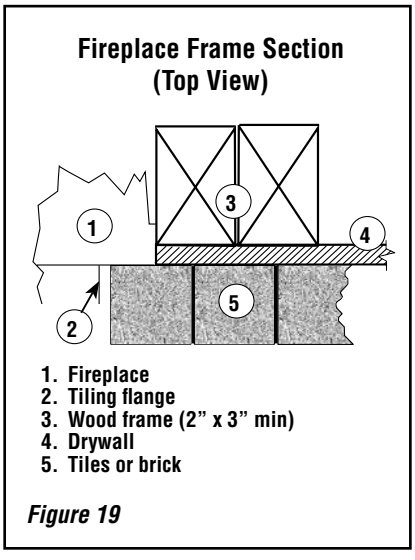

Figure 19
1. Combustible material must be installed flush with the fireplace. It may not project in front of and on the fireplace (i.e. the steel facade of the fireplace) *(**Figure 19**)*.
2. Non-combustible materials such as brick, stone or ceramic tile may project in front of and onto the fireplace facing up to the tiling flange *(**Figure 19**)*.